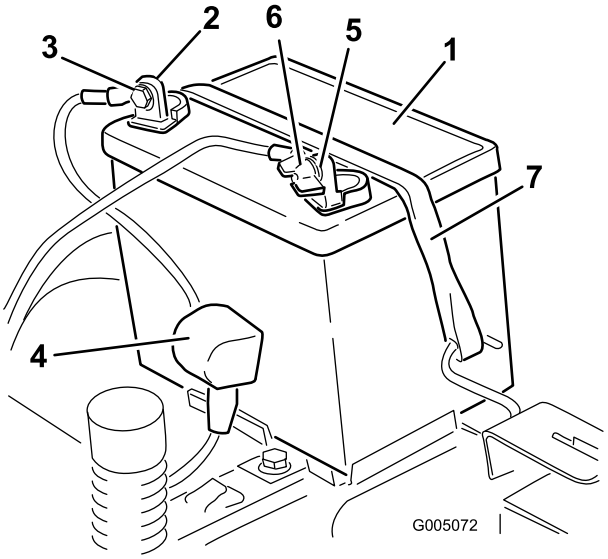

Figur 43
4. Tag det sorte minusjordkabel af batteriets pol (Figur 43).
6. Tag det (røde) positive kabel af batteriets pol (Figur 43).
7. Fjern batteritilholderen (Figur 43) og løft batteriet op fra batteribakken.
1. Placer batteriet i bakken (Figur 43).
5. Fastgør batteriet med tilholderen (Figur 43).